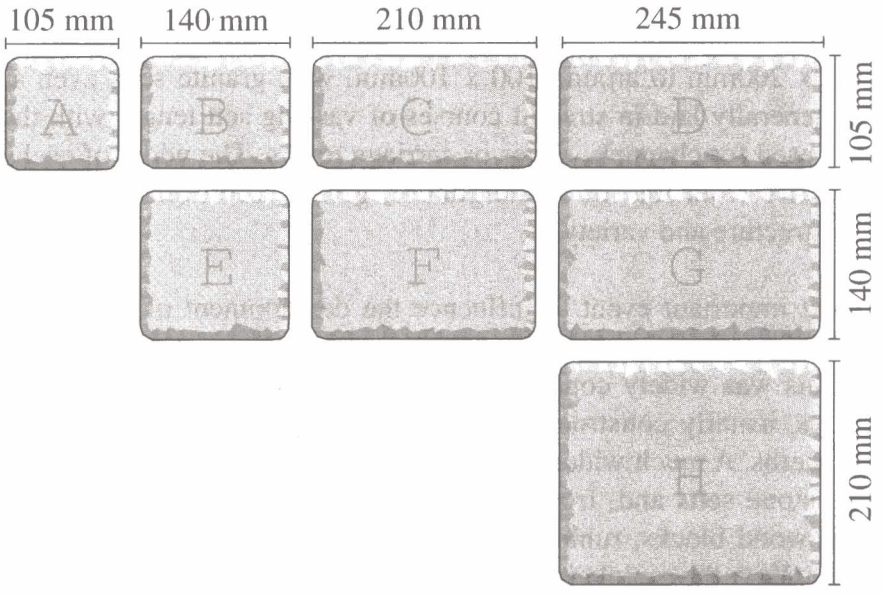

Figure 2.
Following research of the UK market, the Corporation of St George's and its consultants selected an existing product range, 'Priory', manufactured by RMC Concrete Products (UK) Limited. This had been designed in conjunction with planning and conservation specialist Nigel Green to provide similar visual characteristics to historic stone setts. In common with some other systems, individual pavers were treated in a 'rumbler' device after manufacture to provide naturally textured surfaces and edges. Unlike other systems, pavers were supplied as standard in a combination of eight sizes, as shown in Figure 2, derived from common sizes found in older stone sett pavements. This combination allowed creation of traditional laying patterns, including varying row widths, with minimal cutting or wastage. A larger Channel Unit was also separately available for particular details. The range was organised into four distinct, alternative colourways to give lighter and darker versions of warm and cool colours mixes. Each colourway was achieved by combining pavers of different colours, as found in natural stone setts, and these colours were derived